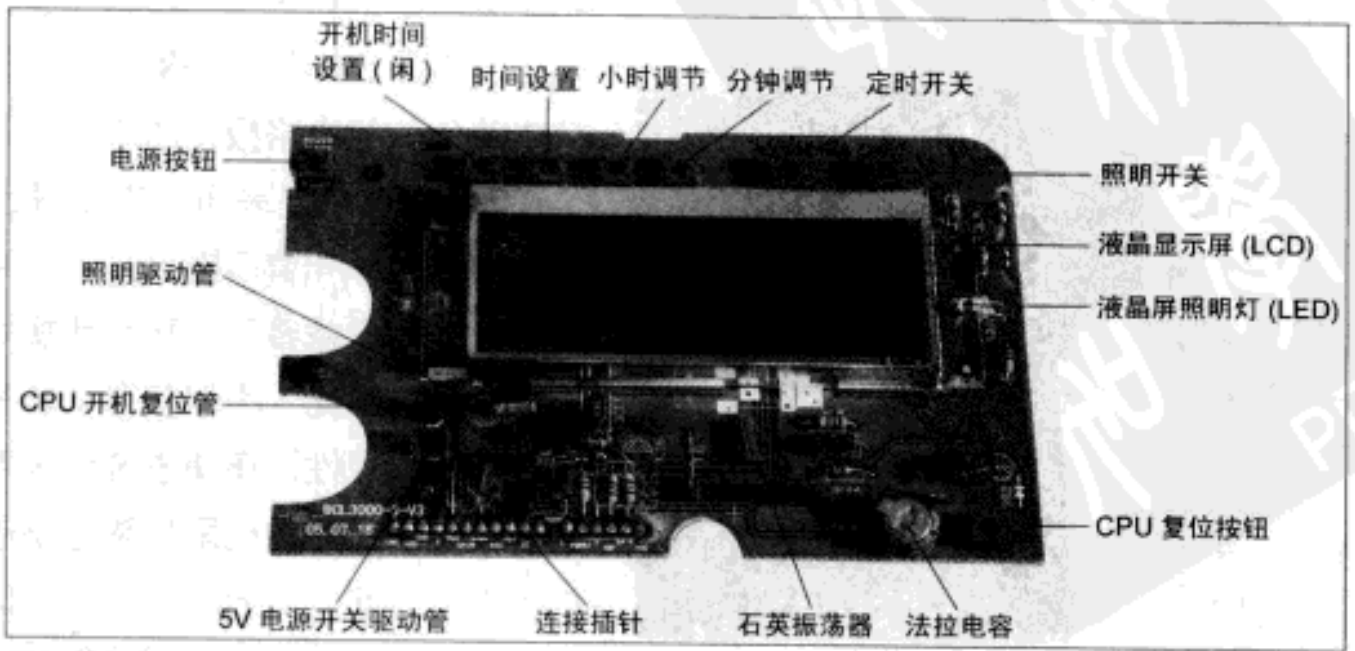
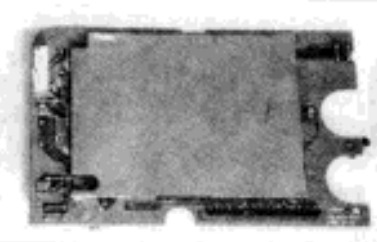
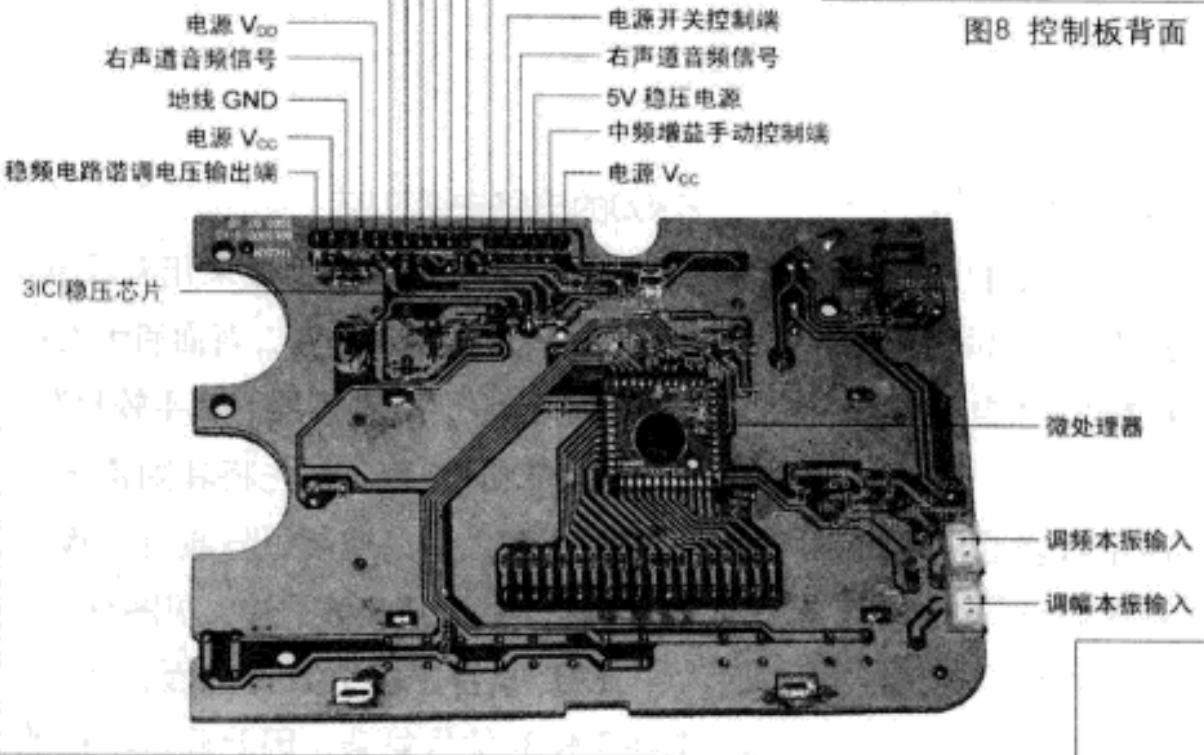

图7 控制板正面
图8 控制板背面
图9 取下控制板背面屏蔽罩后
(1) 控制板：控制板采用双面板，见图 7，大面积覆铜地线，背面有大面积屏蔽罩，见图 8。微处理器为扁平软封装，为方便生产时安装，预先将其固定于一小方块的基板上，控制板与收音主板以及音频板之间采用排线插接，见图 9。